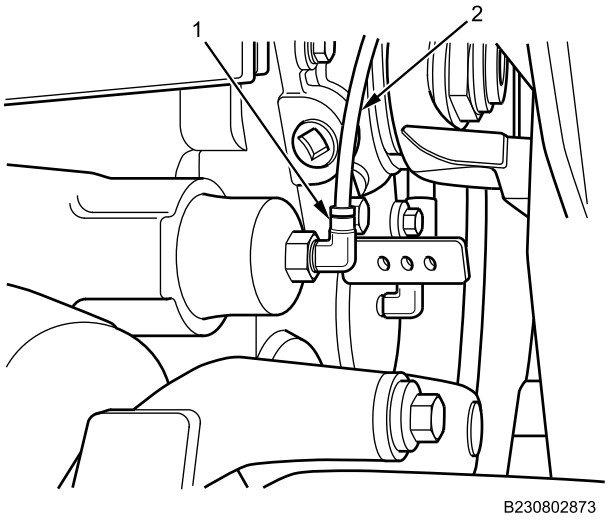

Figure 1. Front Axle Shift Cylinder Air Line.
1. Disconnect RED air line (Figure 1, Item 2) from front axle shift cylinder (Figure 1, Item 1) of transfer case.